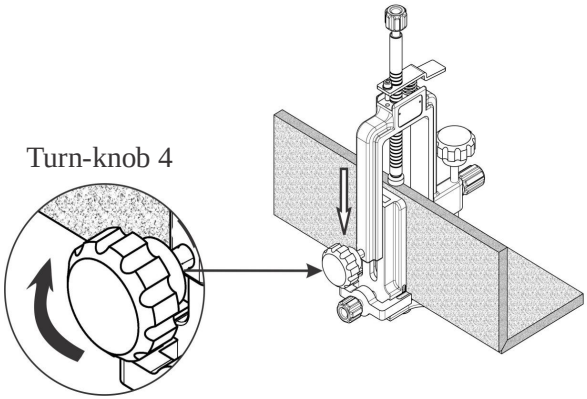

Figure 5a
- Installing Reverse-U body on to Suction cup, move Reverse-U body to fit the both faces of Mitre joints perfectly. (Figure 5a and 4b)
- Then tighten the turn-knob 4 to fix the position of Reverse-U body (Figure 5a).